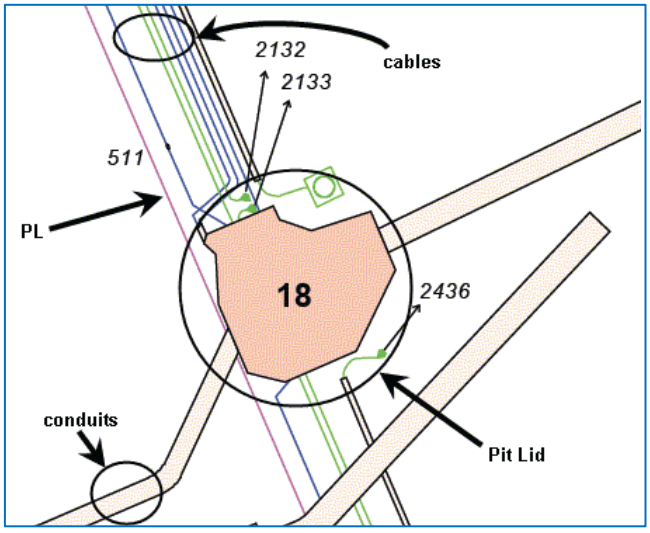

Figure 8
Underground **"pits"** are numbered on Ausgrid plans, positioned relative to the **"property line" (PL)**, and can be found on either the footpath (nature strip) or the road (refer figure 8).